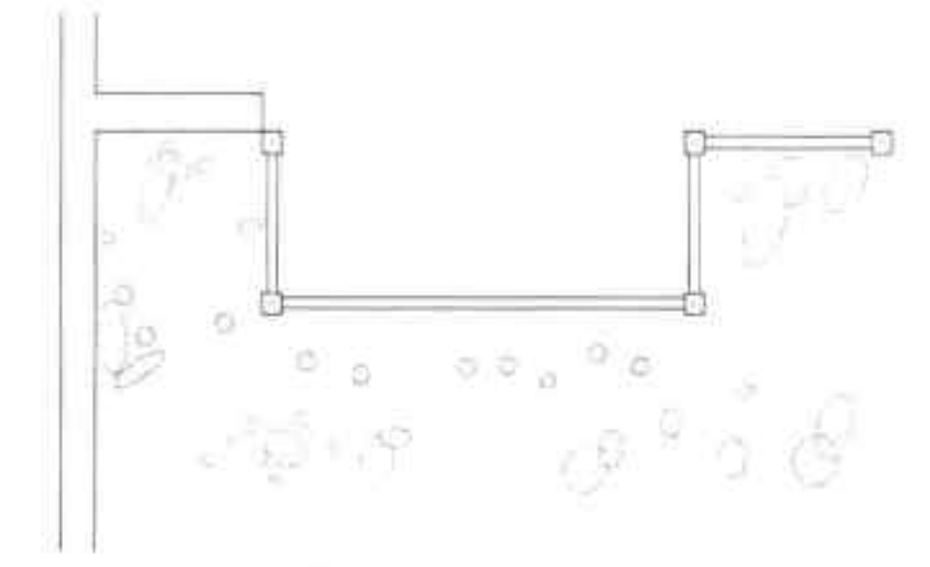

图20-41 复制圆形
Step 11 执行“复制”命令，复制出多个圆形，如图 20-41 所示。